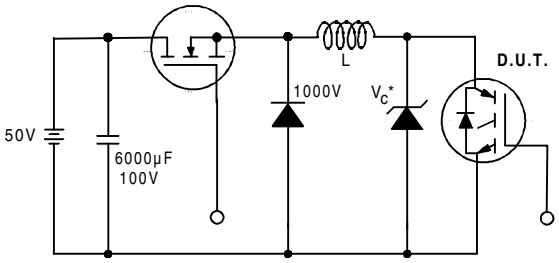

Figure 19. Clamped Inductive Load Test Circuit
② V_{CC}=80%(V_{CES}), V_{GE}=20V, L=10µH, R_G = 50Ω (figure 19)
③ Pulse width ≤ 80µs; duty factor ≤ 0.1%.
④ Pulse width 5.0µs, single shot.